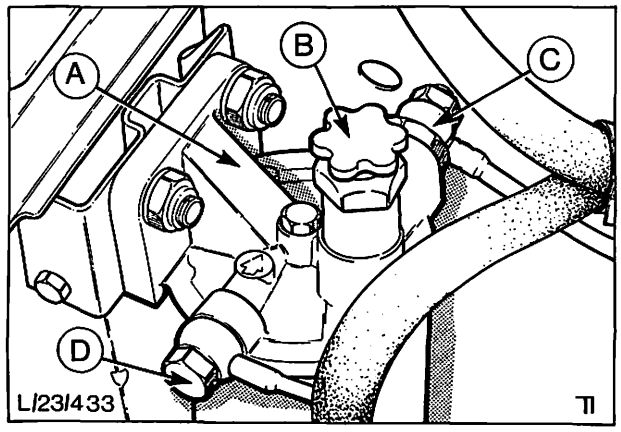

Abb. 53 Kraftstoffilter
7. Leckölleitung anbauen und festziehen (Abb. 53).